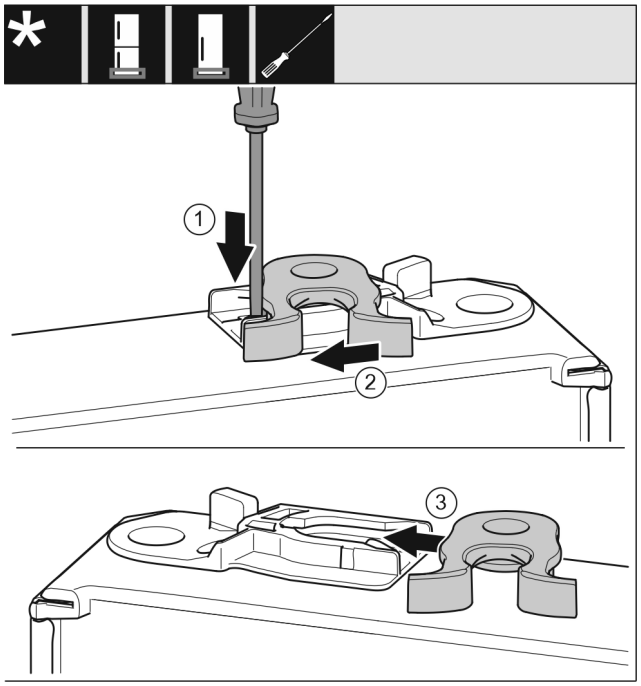

*Fig. 24 **
- ▶ Strip *Fig. 24 (1)* met een platte schroevendraaier omlaag drukken.*
- ▶ Sluithaak *Fig. 24 (2)* uit de geleiding trekken.*
- ▶ Sluithaak *Fig. 24 (3)* aan andere zijde in geleiding schuiven.*